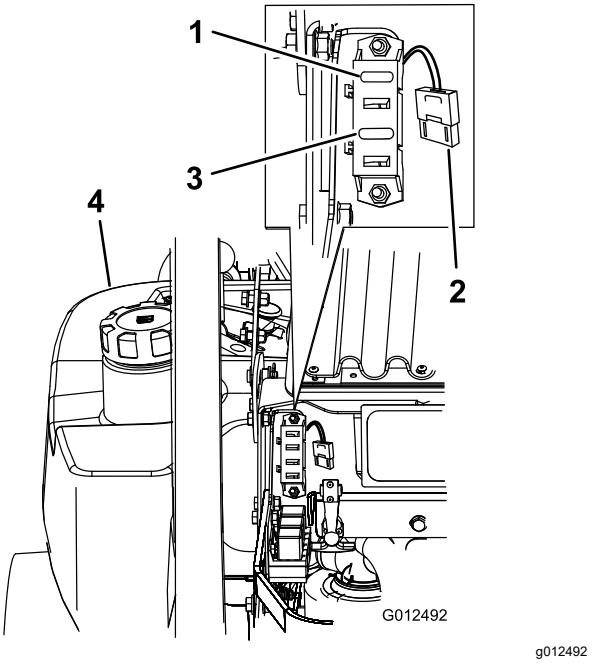

Figur 75
1. Lossa motorkåpan och fäll upp den för att få åtkomst till säkringshållaren (Figur 75).
3. Sätt i en ny säkring (Figur 75).